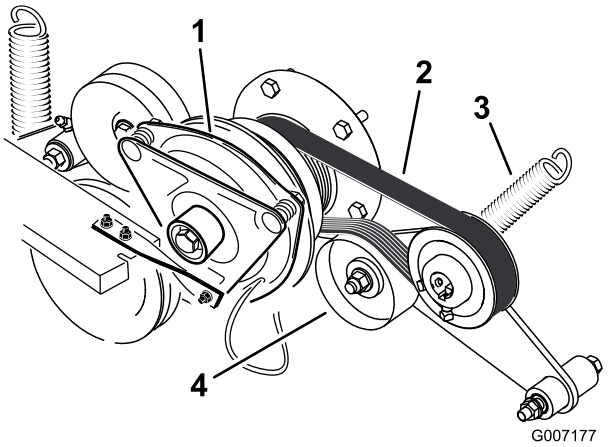

Figur 74
3. Demontera fjädern på remskivearmen (Figur 74).
4. Montera den nya remmen runt motorns och hydropumpens remskiva (Figur 74).
6. Montera fjädern på remskivearmen (Figur 74).